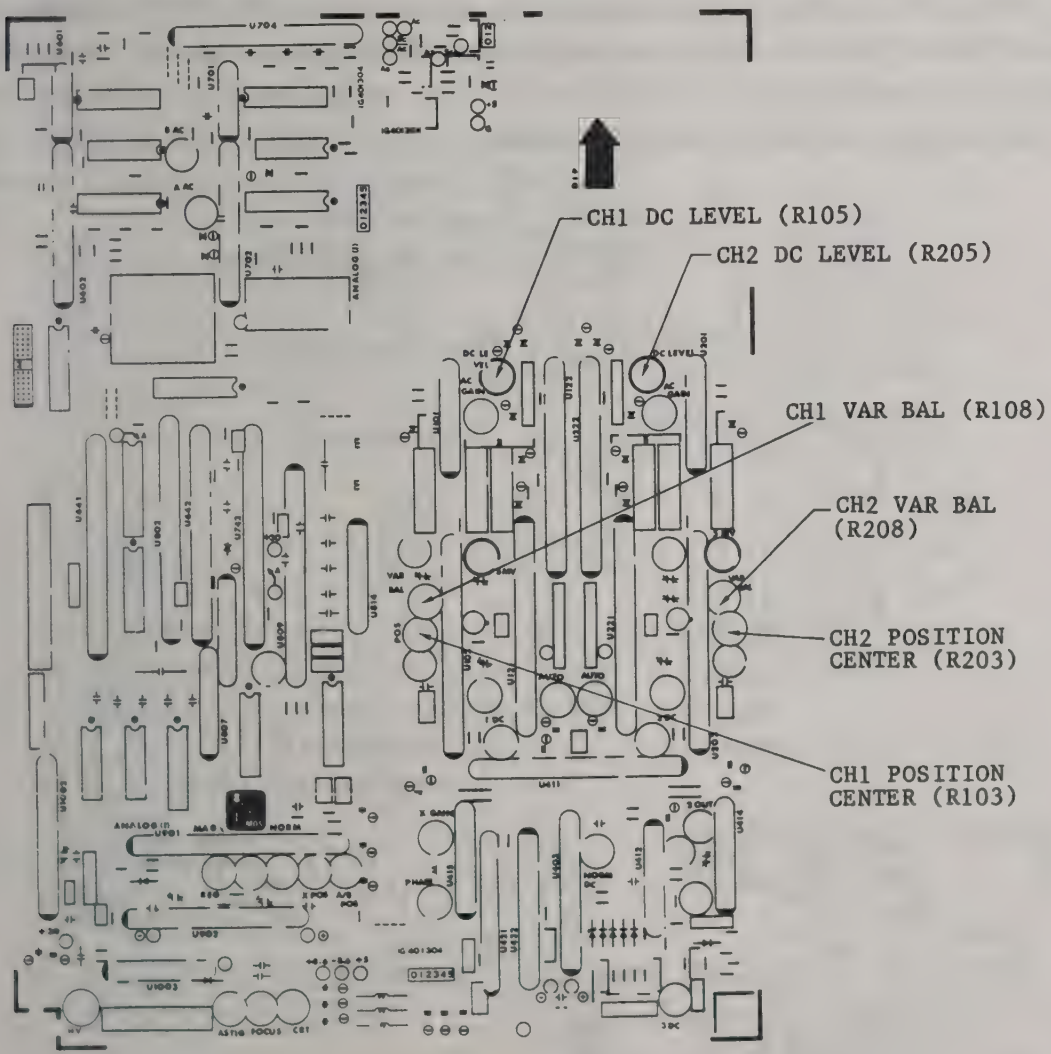

Fig. 6-5 ANALOG-1 board
6.5.1 DC LEVEL (See Fig. 6-5.)
6.5.2 VARIABLE BALANCE (See Fig. 6-5.)
6.5.3 POSITION CENTER (See Fig. 6-5.)